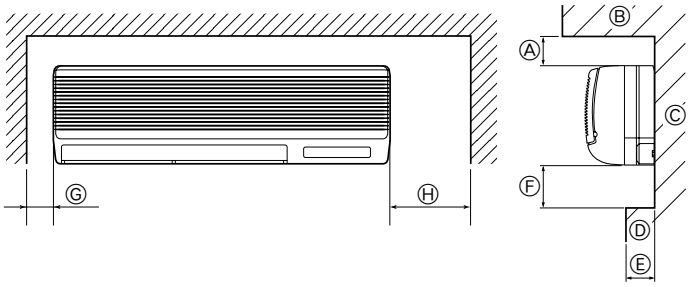

Fig. 2-1
2.1. Наружные габариты (Fig. 2-1)